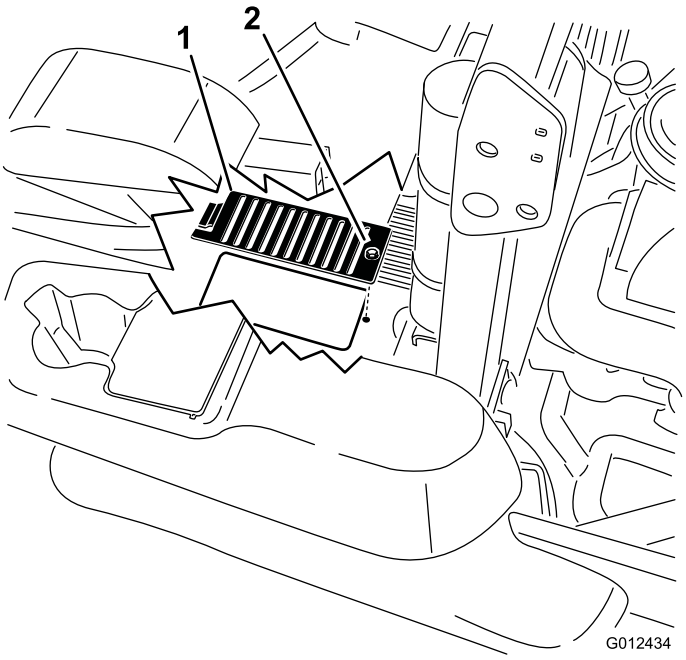

Figur 71
6. Fjern dekselet over hver peilestav og bolten som sitter fast i dekselet. Rengjør rundt hver peilepinne og hydraulikkenhet (Figur 71).